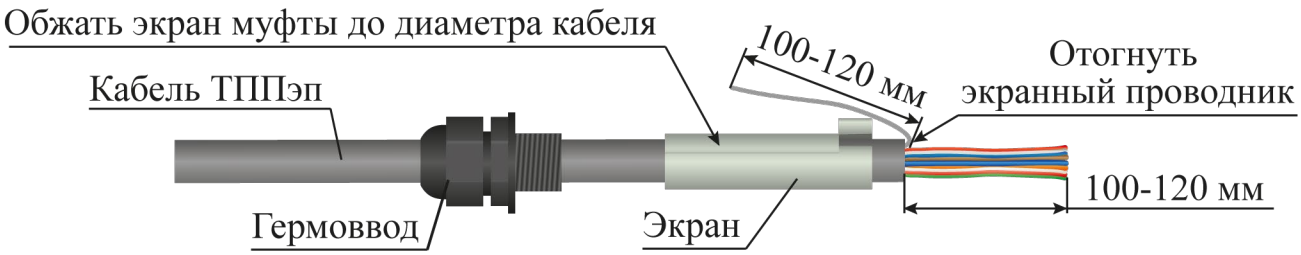

Рисунок 4.14
– надеть на оболочку одной части ремонтируемого кабеля в следующей последовательности: гермоввод, экран муфты соединительной (рисунок 4.14);
– снять оболочку со свободного конца кабеля ТППэп (с кабеля ТППбэп снять белую и черную оболочки) длиной 100 - 120 мм (рисунок 4.14);
– экранный проводник отвести в сторону (рисунок 4.14);